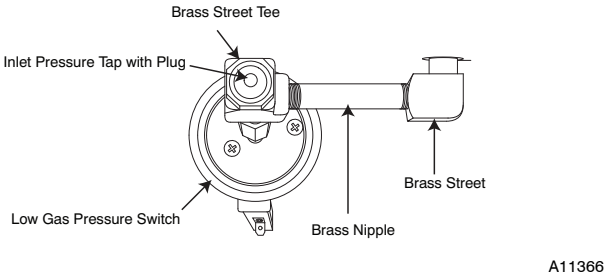

Fig. 26 - LGPS for Casing Wider Than 14-3/16 and Vent Does Not Pass Between Inducer and Burner Assembly
If the vent pipe does not pass between the inducer and burner assembly, or the furnace is wider than a 14 3/16-in. (360 mm) wide casing, the switch may have been installed as follows. (See Fig 26.)
1. Remove low-gas pressure switch, brass street 90° elbow, brass Hex nipple, brass Tee and brass nipple from the gas valve inlet pressure tap. (See Fig 26.)